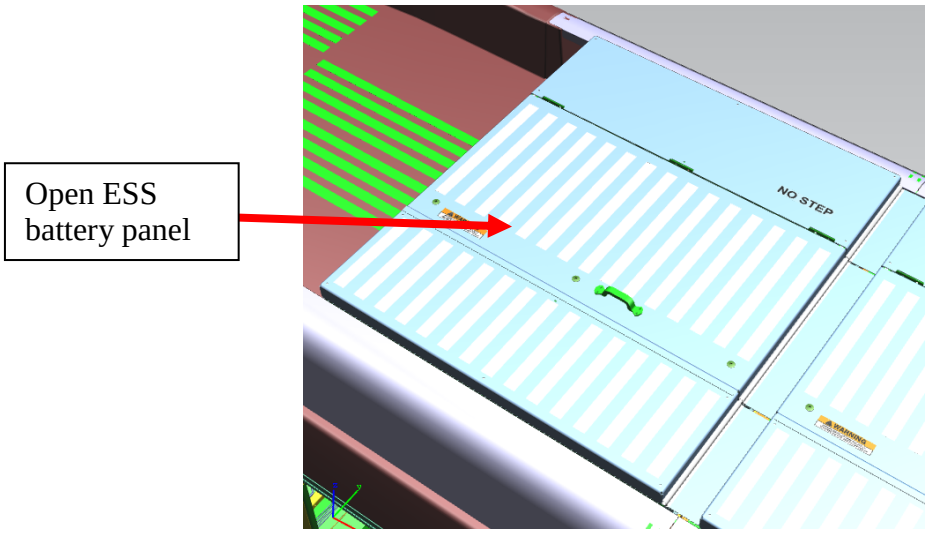

Figure 19: Front rooftop ESS
5.1 Locate the front and rear rooftop ESS and open ESS battery panel. See figure 19.